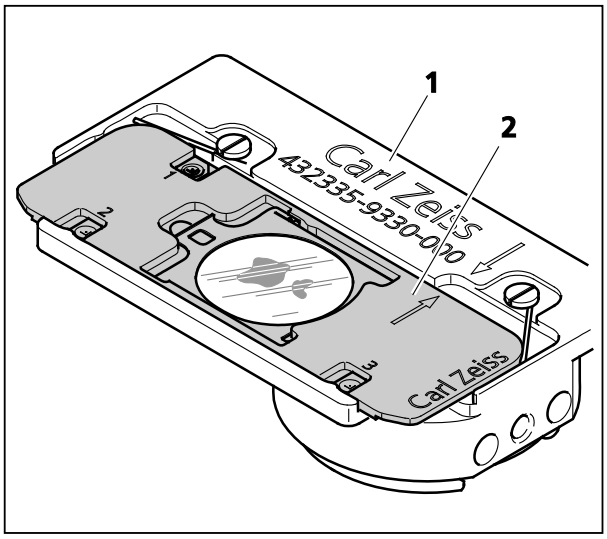

Fig. 184 Inserting the sample holder in the SEM adapter
- to use the specimen in a scanning electron microscope, remove the sample holder (Fig. 184/**2**) from the mounting frame of the microscope stage and insert it in the special SEM adapter (Fig. 184/**1**).